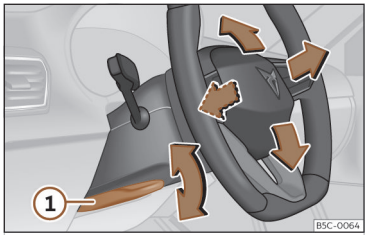

Abb. 86 Hebel auf der linken unteren Seite der Lenksäule.
- Hebel ››› **(Abb. 86)** ① nach unten schwenken, Lenkrad in die gewünschte Position bringen und Hebel wieder bis zum Schließpunkt nach oben drücken.
- **Den Hebel ››› (Abb. 86) ① nach dem Einstellen immer fest nach oben schwenken, damit das Lenkrad während der Fahrt nicht unbeabsichtigt seine Position verändert.**